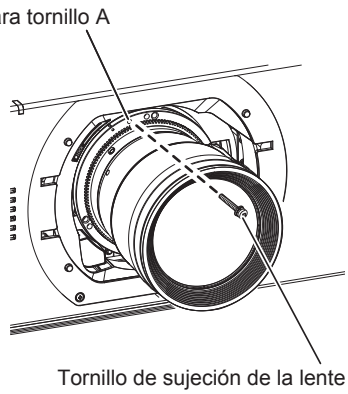

Figura 3
3) Asegure la lente de proyección con el tornillo de sujeción de la lente suministrado. (Figura 3)